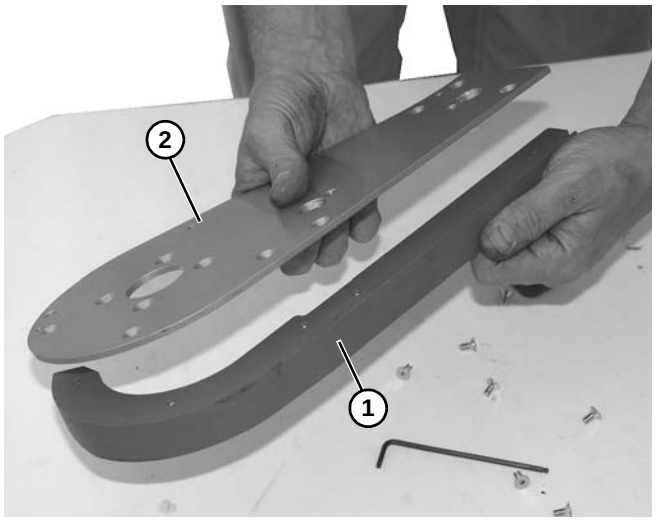

Figure 80
6. Remove upper retaining guide **(Figure 80, item 1)** from drive plate **(Figure 80, item 2)**.